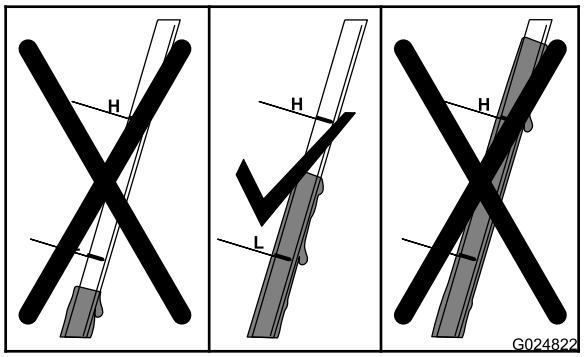

Rysunek 25
6. Odczytaj poziom oleju z bagnetu (Rysunek 25).